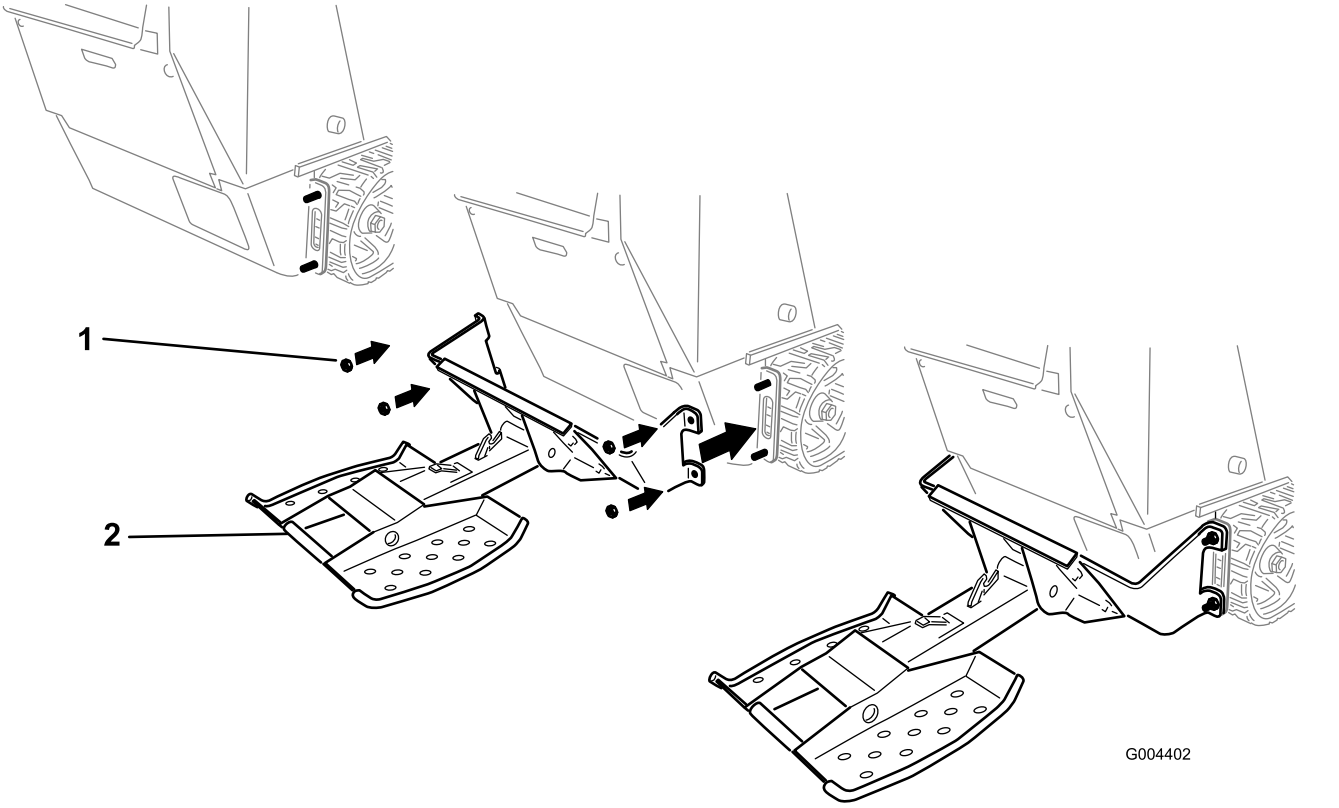

Rysunek 5
5. Zamocuj wsporniki montażowe na 4 śrubach wcześniej założonych do panelu tylnego i dokręć je 4 nakrętkami (½), jak pokazano na Rysunek 5.